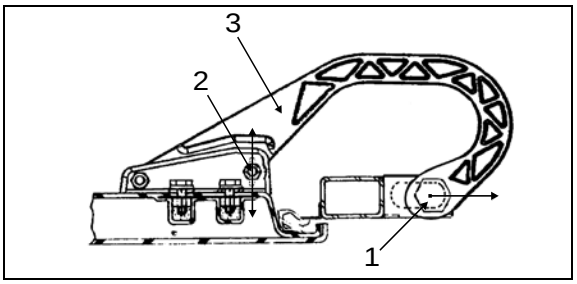

**FIGURE 82: DOOR HINGE** 18196
2. Loosen nut (1, Figure 82).
3. Move part (3, Figure 82) as shown in figure for "LEFT or RIGHT" adjustment.
4. Tighten nut (1, Figure 82).
5. Loosen nut (2, Figure 82).